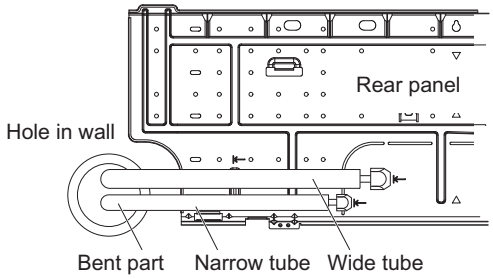

Fig. 2-266
(1) Lead the tubing and drain hose through the wall, allowing sufficient length for connection. Then bend the tubing using a tube bender to make the attachment. (Fig. 2-266)
(2) Switch the drain hose and drain cap.